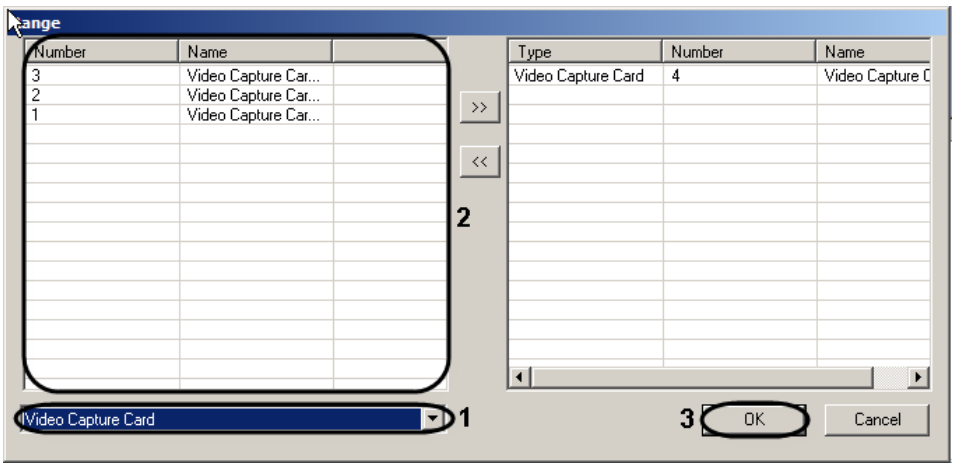

Figure 8.2-16 Complex object selection
5.2.2 In the dropdown list, select the object type (Figure 8.2-16, 1).
5.2.3 In the table, mark the required objects of this type (Figure 8.2-16, 2). To mark several objects, hold the “Ctrl” key on the keyboard.
5.2.6 Click the “OK” button (Figure 8.2-16, 3).